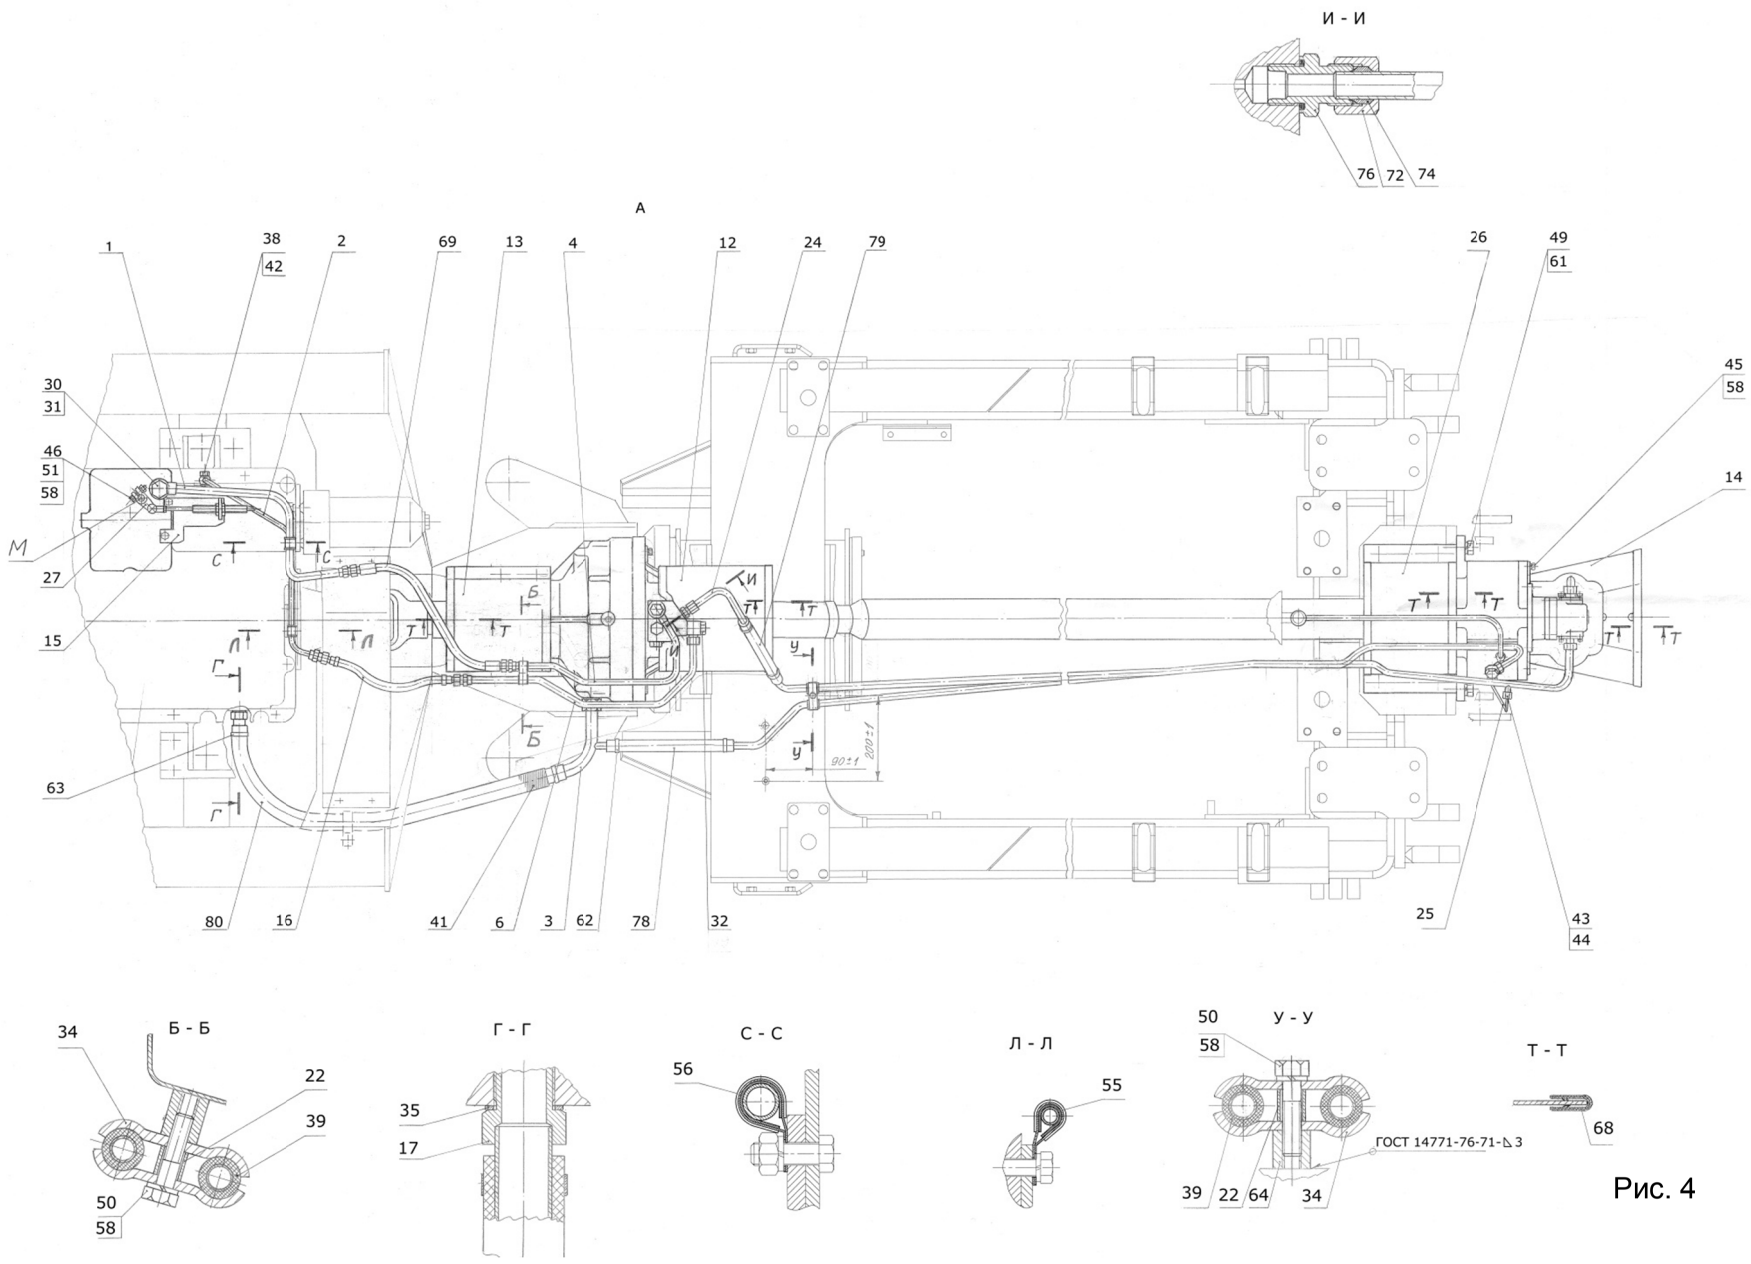

Рис. 4
– для крепления труб поз. 5, 7 приварить бонку поз. 64 по координатам, указанным на рис. 4;